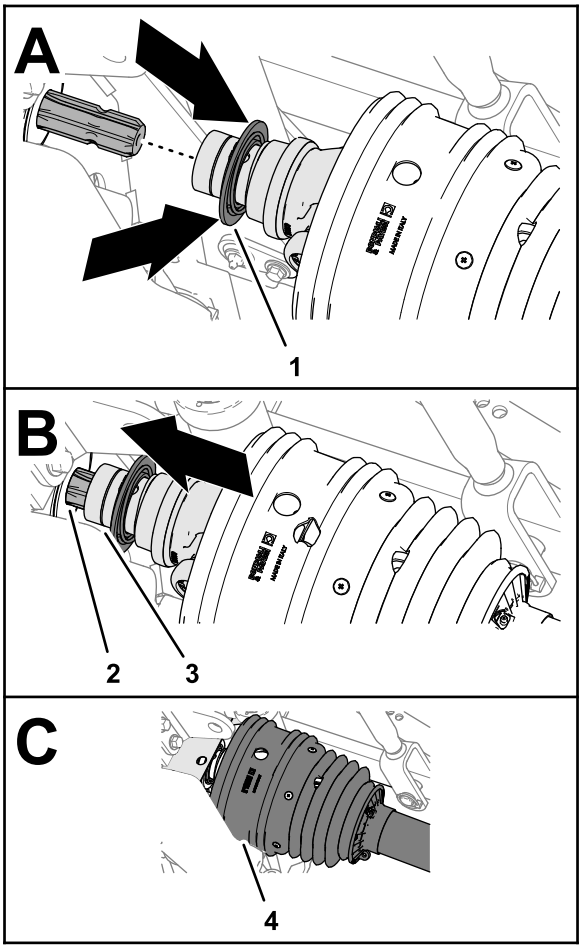

Figur 31
2. Dra tillbaka snabbkopplingens låskrage (Figur 31).
3. Samtidigt som du drar tillbaka låskragen drar du kraftuttagsaxeloket framåt så att du kan dra kopplingens hylsa över kilspåren på kraftuttagets utgångsaxel (Figur 31).
5. Kontrollera att skyddet befinner sig över drivaxeloket (Figur 31).